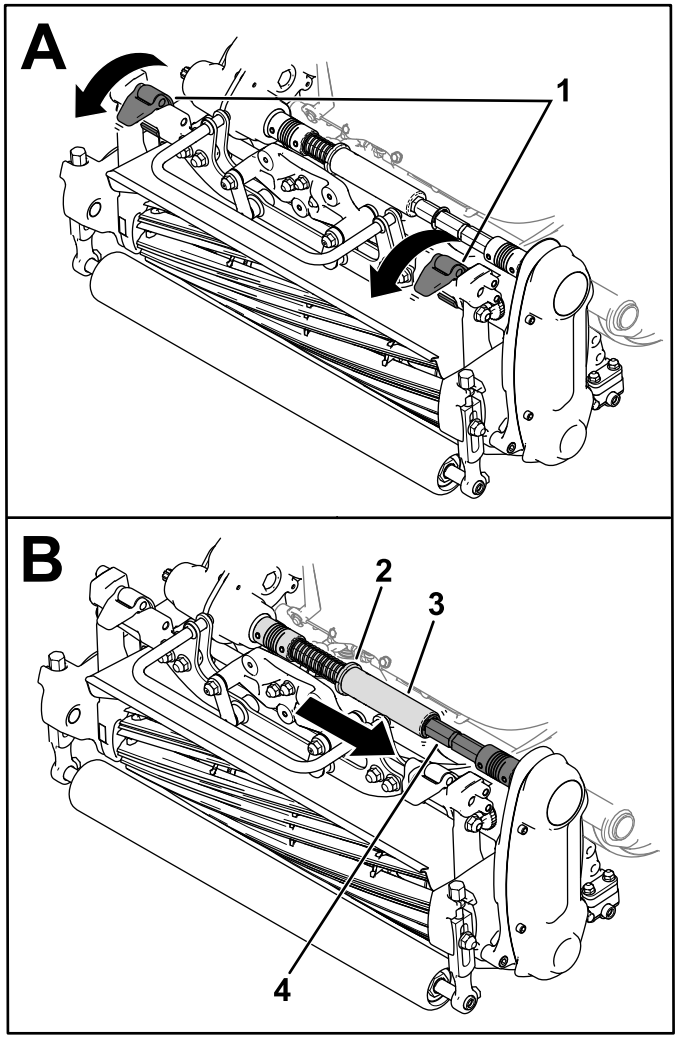

Figur 37
3. Flytta upphängningsspärrhakarna för att fästa klippenheten på maskinen (Figur 37).
4. Flytta stoppringen ur spåret på transmissionens kopplingsaxel och för in sexkantsröret i klippenhetens kopplingsaxel (Figur 37).